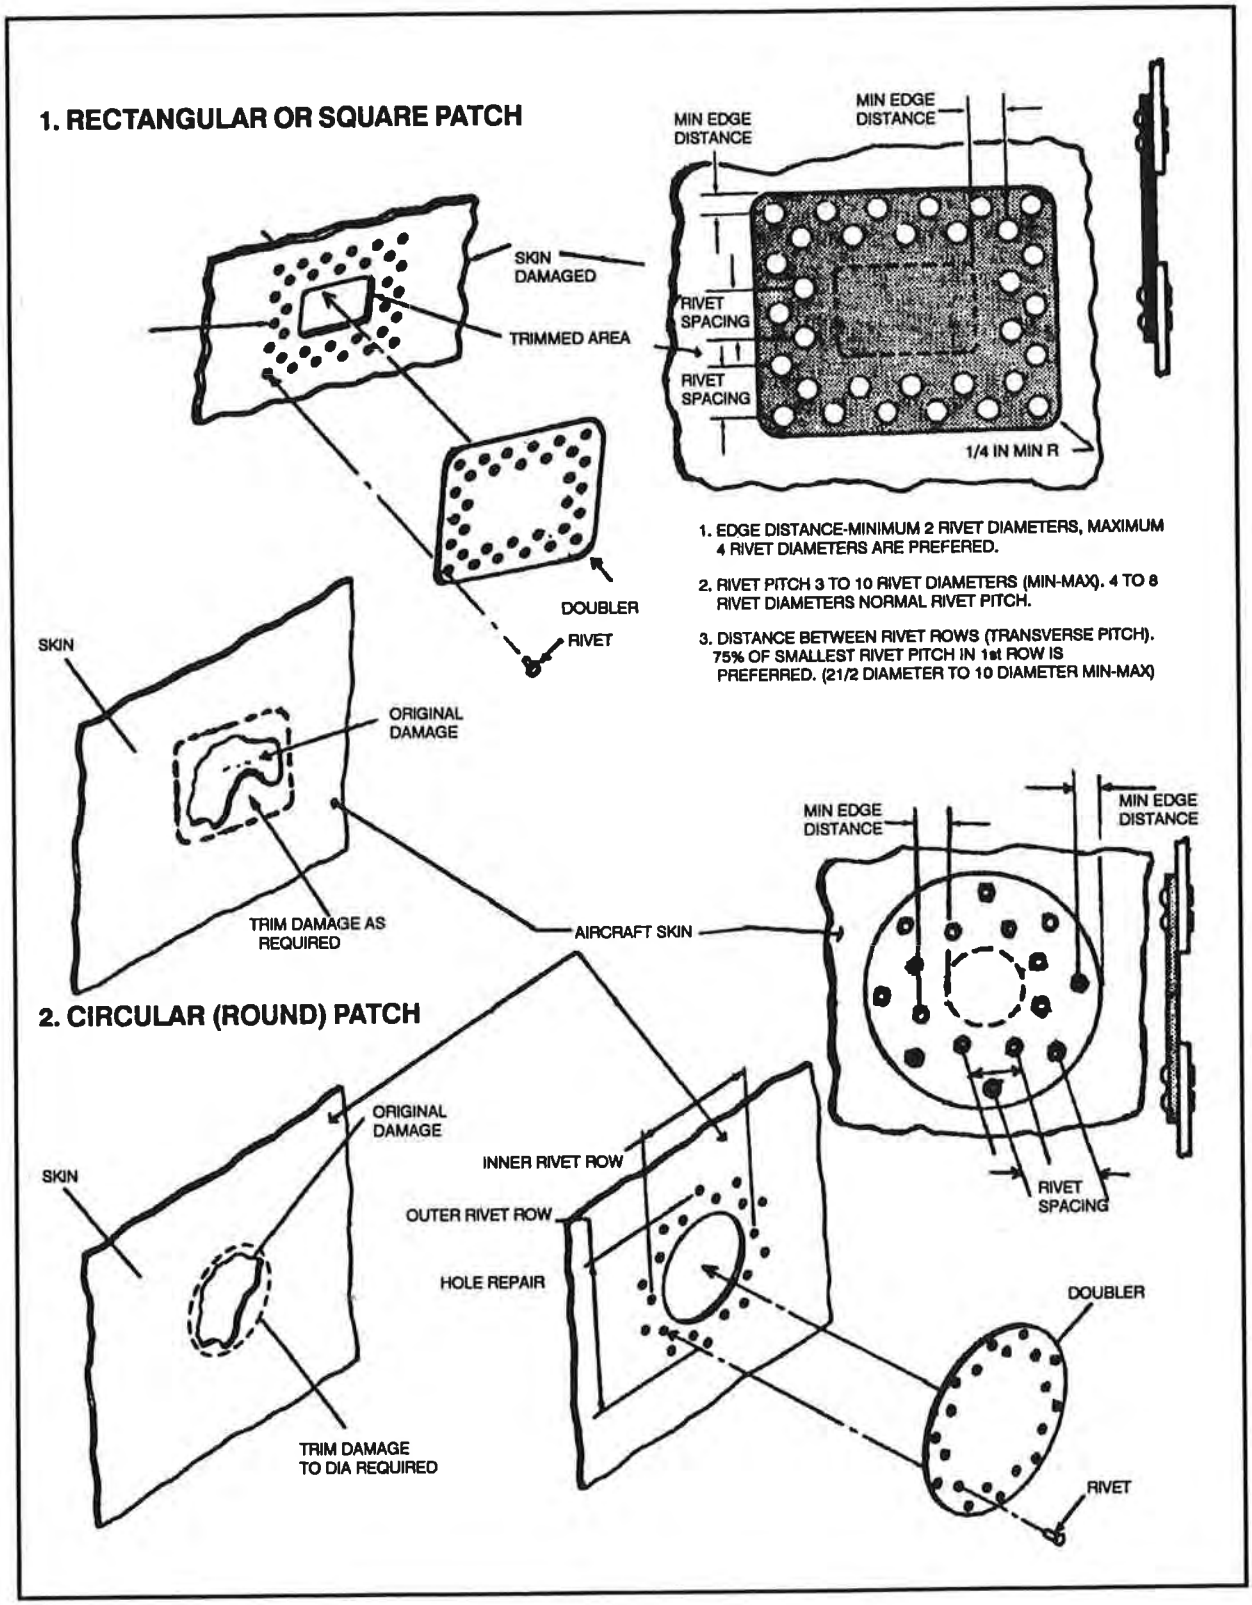

Figure 8-4A. Nonflush skin repairs (overlay or scab patches)
- A lap or scab patch (Figure 8-4A) is an external patch in which the edges of the patch and the skin overlap. The overlapping portion of the patch is riveted to the skin. Use lap patches in most areas where aerodynamic smoothness is not important.